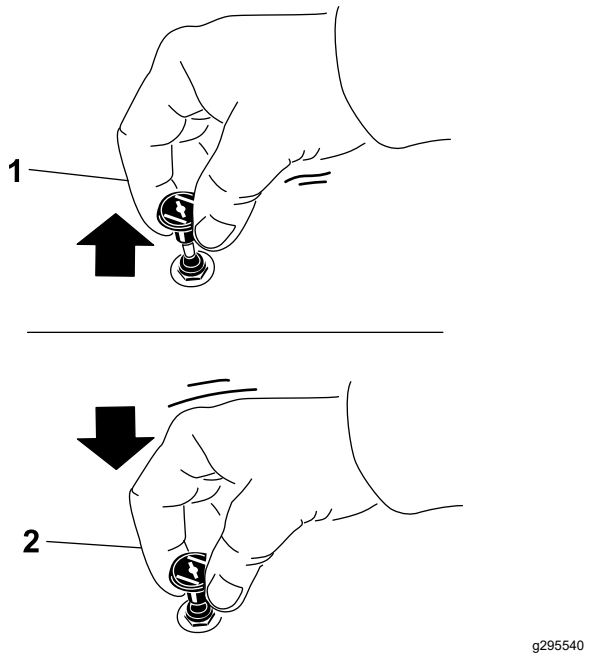

Figura 29
1. Tragei în sus maneta de oc pentru a aciona ocul, înainte de a utiliza comutatorul de contact (Figura 29).
2. Apăsai în jos maneta de oc pentru a decupla ocul după ce motorul a fost pornit (Figura 29).